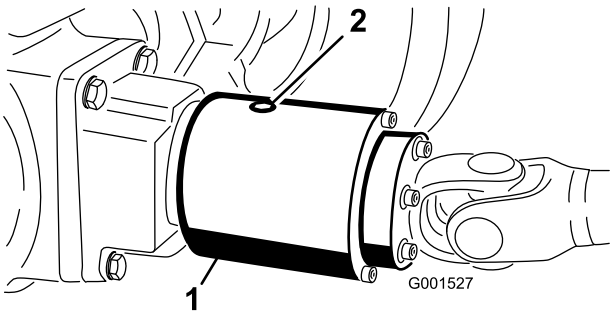

Figur 29
2. Drei clutchen (Figur 29) slik at kontrollpluggen (som står på klokken 12) stilles til klokken 4.